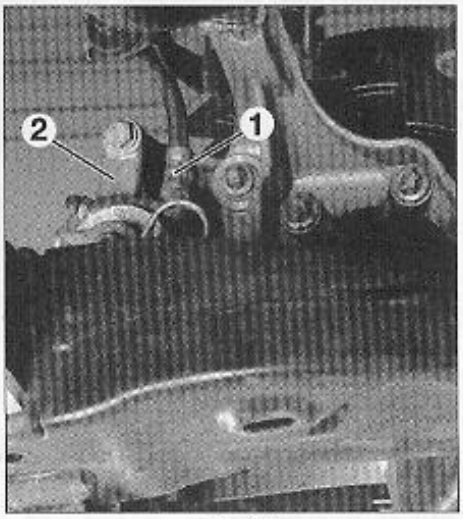

FIG. 12
• Desserrer le flexible de frein (1) de l'étrier (2) (Fig.12).